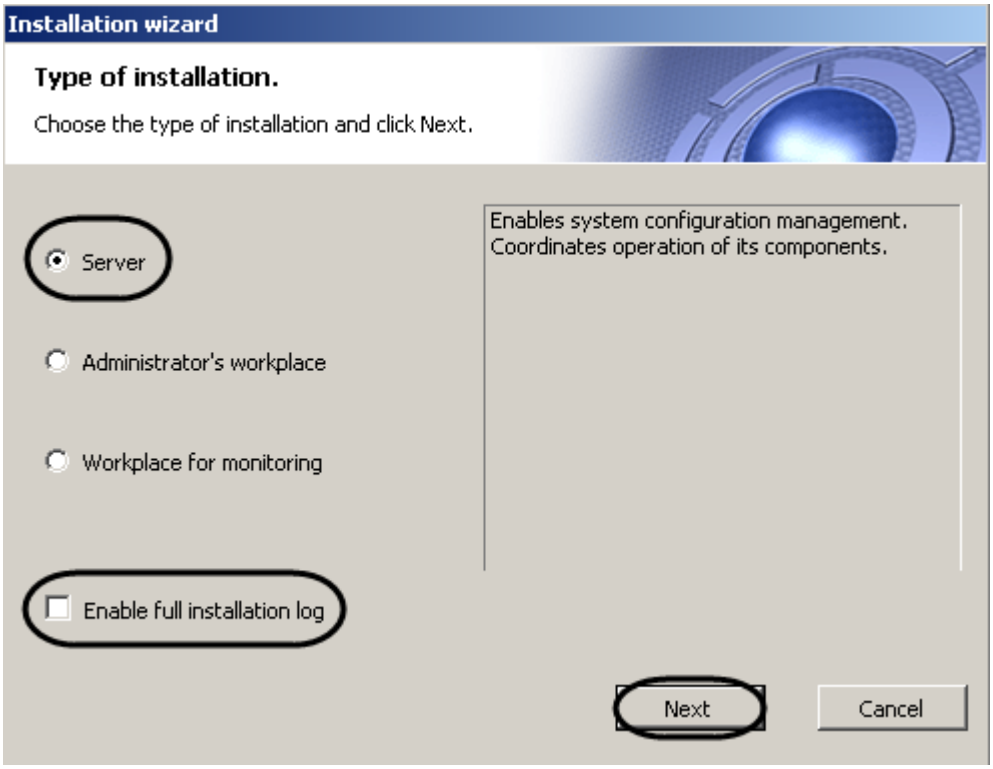

Figure 5.1-5 The “Type of installation” dialog box
As a result the “Type of installation” dialog box is displayed (Figure 5.1-5).
4. Select the “Server” type of installation (Figure 5.1-5).
5. To log all installation events, set the “Enable full installation log” checkbox (Figure 5.1-5).
6. Click “Next” (Figure 5.1-5).